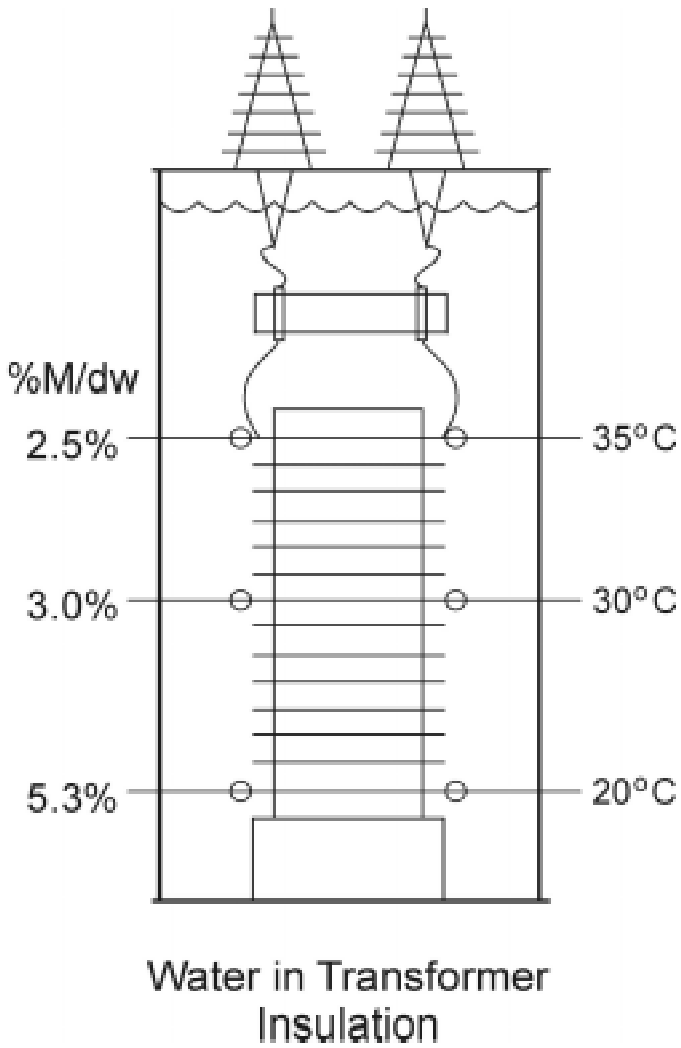

Figure 21.—Water Distribution in Transformer Insulation.
4.5.2 Moisture in Transformer Insulation. The illustration at right (figure 21) shows how moisture is distributed throughout transformer insulation. Notice that the moisture is distributed according to temperature, with most moisture at the bottom and less as temperature increases toward the top. In this example, there is almost twice the moisture near bottom as there is at the top. Most service-aged transformers fail in the lower one-third of the windings, which is the area of most moisture. It is also the area of most electrical stress. Moisture and oxygen are two of the transformer's worst enemies. It is very important to keep the insulation and oil as dry as possible and as free of oxygen as possible.